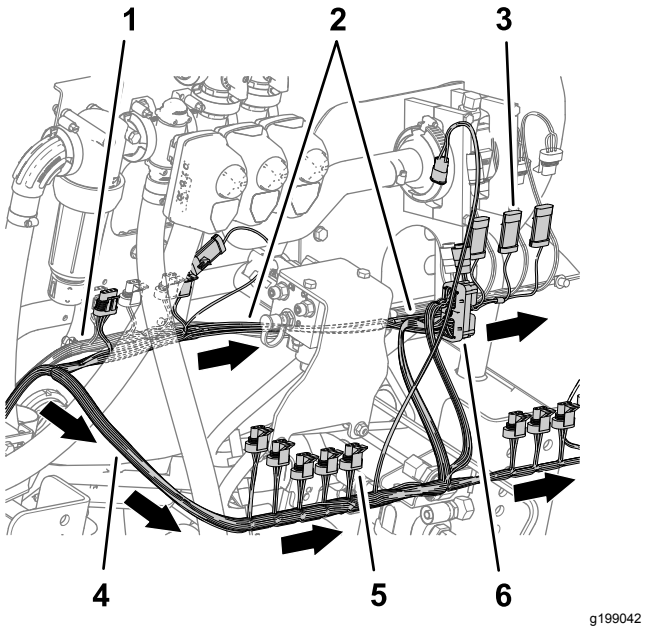

Figur 83
7. Ved maskinens bagende føres ledningsnettets afgreningsledning (89 cm) fremad i forhold til løftemanifolden og til højre for gennemstrømningsmåleren som vist i Figur 83.
8. Før ledningsnettets afgreningsledning (102 cm) bagud i forhold til løftemanifolden og til højre som vist i Figur 83.